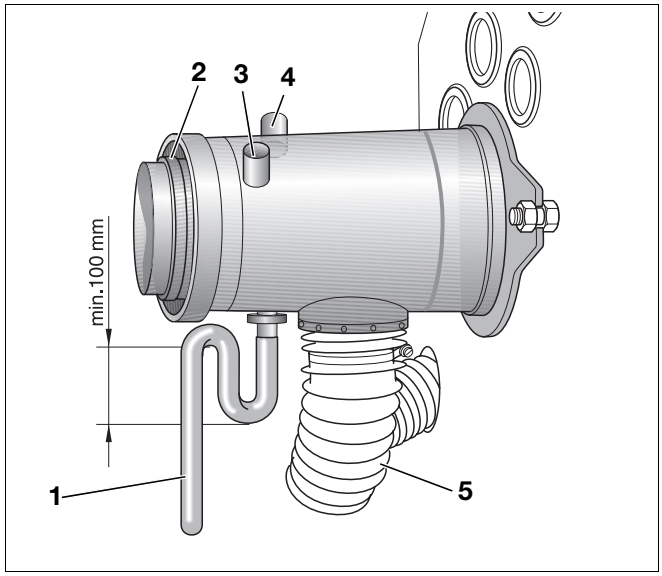
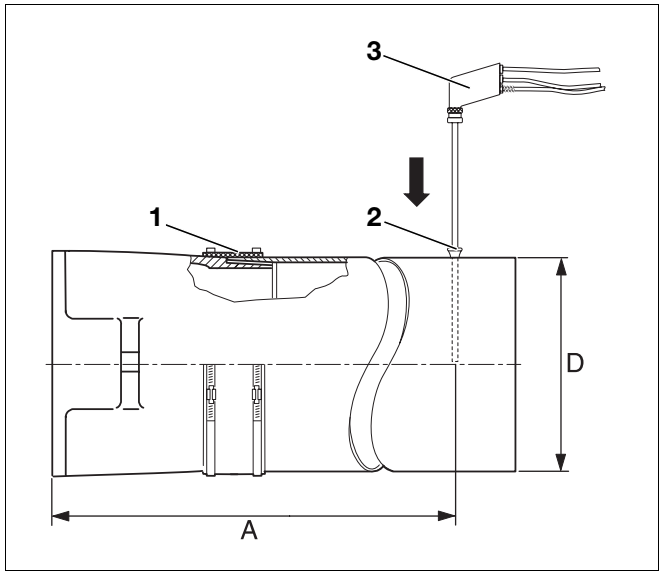

Rys. 22 Króciec przyłączeniowy instalacji powietrzno-spalinowej
Rys. 23 Pomiar wartości parametrów
Pomiary przeprowadza się w rurze odprowadzającej spaliny (Rys. 23) lub w króćcu instalacji powietrzno-spalinowej (Rys. 22).
Otwór pomiarowy (złączka; Rys. 23, **Poz. 2**) powinien być umieszczony w odległości „A" (ok. 2 × średnica „D" rury odprowadzającej spaliny) od króćca spalinowego (Rys. 23). Jeżeli instalacja odprowadzania spalin jest przyłączona kolankiem bezpośrednio za kotłem grzewczym, pomiaru należy dokonać przed kolankiem.
Zaleca się stosowanie pierścienia uszczelniającego rurę odprowadzającą spaliny (Rys. 23, **Poz. 1**).
- Włożyć sondę pomiarową (Rys. 22, **Poz. 3**, strona 23) do centrum (środek rury odprowadzającej spaliny) strumienia spalin (najwyższa temperatura spalin).